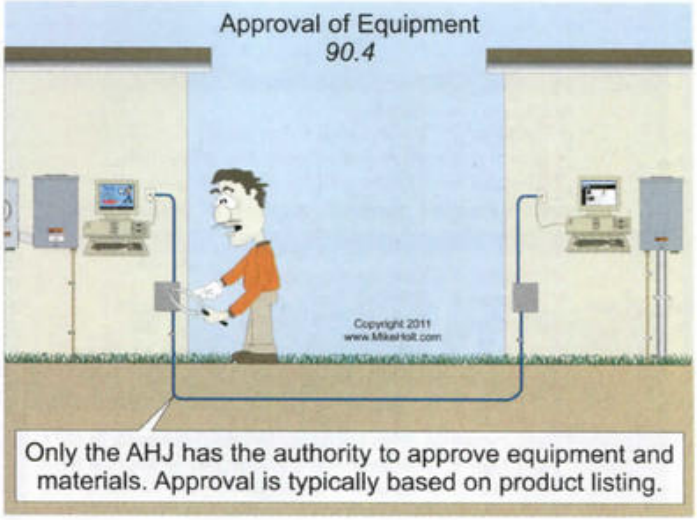

Figure 90–12
Approval of Equipment and Materials. Only the authority having jurisdiction has authority to approve the installation of equipment and materials. Typically, the authority having jurisdiction will approve equipment listed by a product testing organization, such as Underwriters Laboratories Inc. (UL). The *NEC* doesn't require all equipment to be listed, but many state and local AHJs do. See 90.7, 110.2, 110.3, and the definitions for "Approved," "Identified," "Labeled," and "Listed" in Article 100. Figure 90–12